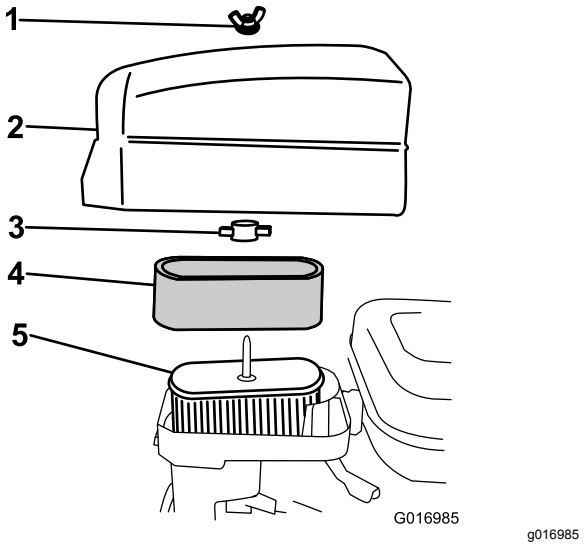

Rysunek 32
4. Jeżeli wkład piankowy jest zabrudzony, wyjmij go z wkładu papierowego (Rysunek 32) i dokładnie oczyść w następujący sposób: